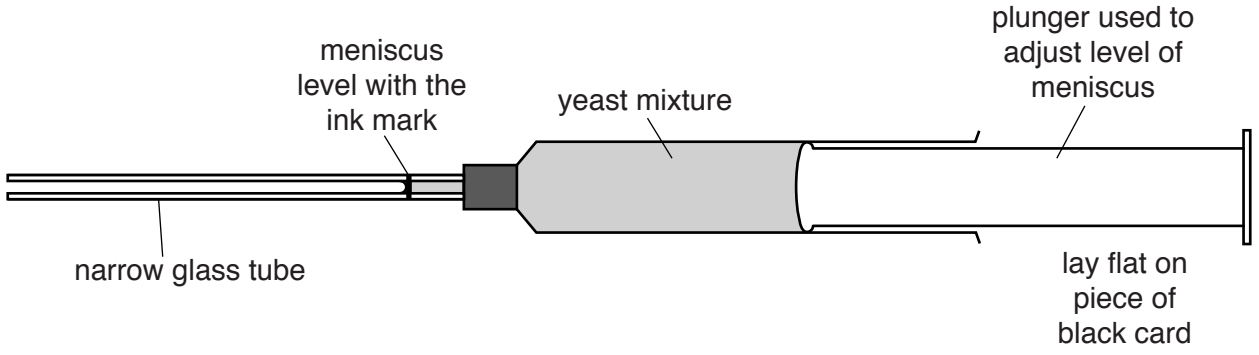

Fig. 1.1c
- Lay flat the syringe with the tube attached, as shown in Fig. 1.1c, on the piece of black card.
- Check the meniscus is still level with the ink mark. If not, carefully press or pull the plunger to re-align the meniscus with the ink mark as shown in Fig. 1.1c.
Check the meniscus is still level with the ink mark. If not, carefully press or pull the plunger to re-align the meniscus with the ink mark as shown in Fig. 1.1c.